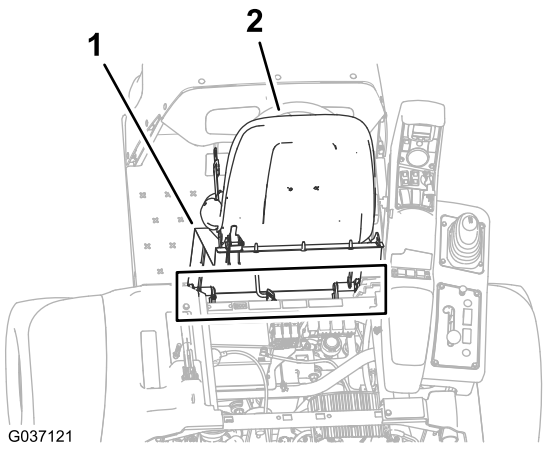

Figuur 221
2. Lijn de gaten in de draaifittings van de stoelsteun uit met de gaten in de chassisbeugel (Figuur 221).
3. Gebruik de 2 draaipennen om de stoelsteun op de chassisbeugels te monteren (Figuur 221).
4. Gebruik de 2 borgpennen om de draaipennen aan de machine te bevestigen (Figuur 221).